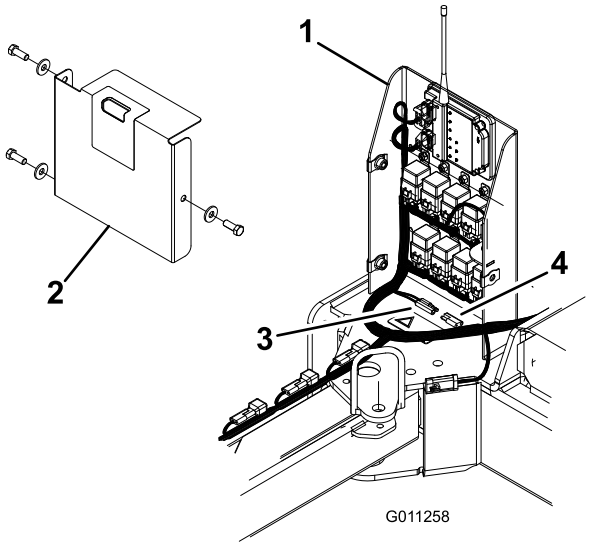

Figur 35
- Fjern de (3) skruer og skiver, der fæstner dækslet til elboksen og fjern dækslet (Figur 35).
- Fjern hætten fra stikkene på de orange og røde ledninger i elboksen (Figur 35).